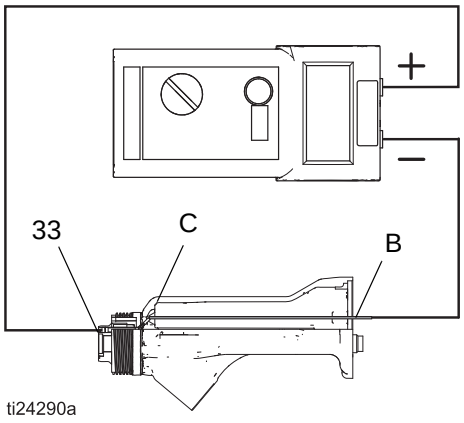

FIG. 19 Test Gun Barrel Resistance
1. Insert a conductive rod (B) into the gun barrel (removed for the power supply test) and against the metal contact (C) in the front of the barrel.
2. Measure the resistance between the conductive rod (B) and the conductive ring (33). See FIGURE 19. The resistance should be 10-30 megohms. If the resistance is incorrect, make sure the metal contact (C) in the barrel and the conductive ring (33) are clean and undamaged.
3. If the resistance is still outside the range, remove the conductive ring (33) and measure the resistance between the conductive rod (B) and the wire lead at the bottom of the conductive ring groove.
4. If the resistance is in range, replace the conductive ring (33) with a new one. Insert the ends of the conductive ring into the slots (S) at the front of the barrel, then press the ring firmly into the groove.